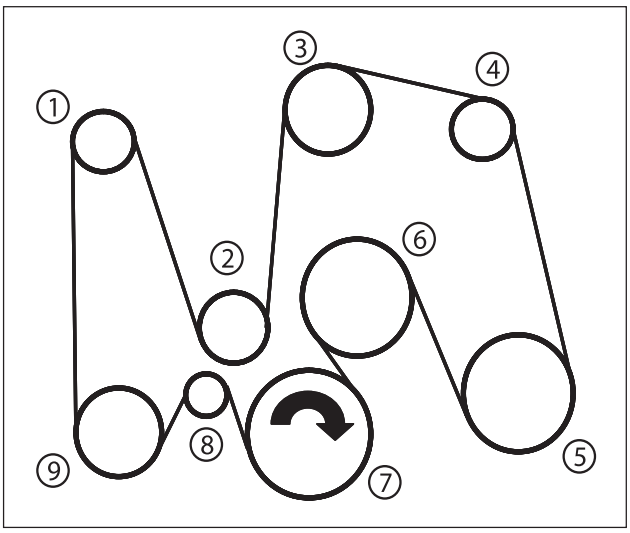

Fig. 12a
b. To install the new drive belt supplied in the vacuum kit, route the new belt as shown in figure 12a. Create slack in the belt by using a 1/2 socket wrench on the tensioner pulley (8) and slide belt into place.